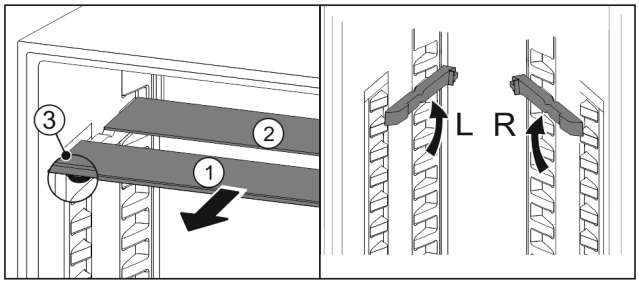

Fig. 105
▶ Extrageți *Fig. 105 (1)* pe rând plăcile de sticlă spre înainte.
▷ Placa de sticlă *Fig. 105 (1)* cu șipca decorativă se află în față.
▷ Opritoarele *Fig. 105 (3)* indică în jos.